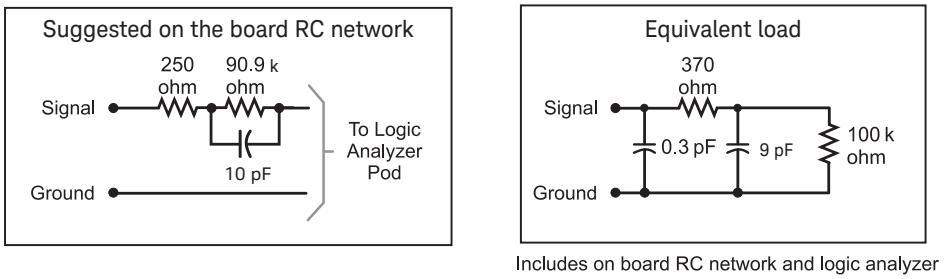

Figure 9.31. Suggested on-board isolation network and equivalent load when using discrete components to terminate the E5351A.
Discrete components can be used in the design of the RC network. Keysight recommends the circuit shown in Figure 9.31. To achieve the equivalent load shown in the figure, trace lengths should be minimized by locating the RC network very near the measured node. Actual load will be the stub length load added to the equivalent load in the figure.
- Use discrete components. Refer to Figure 9.31 for recommended components and equivalent load.